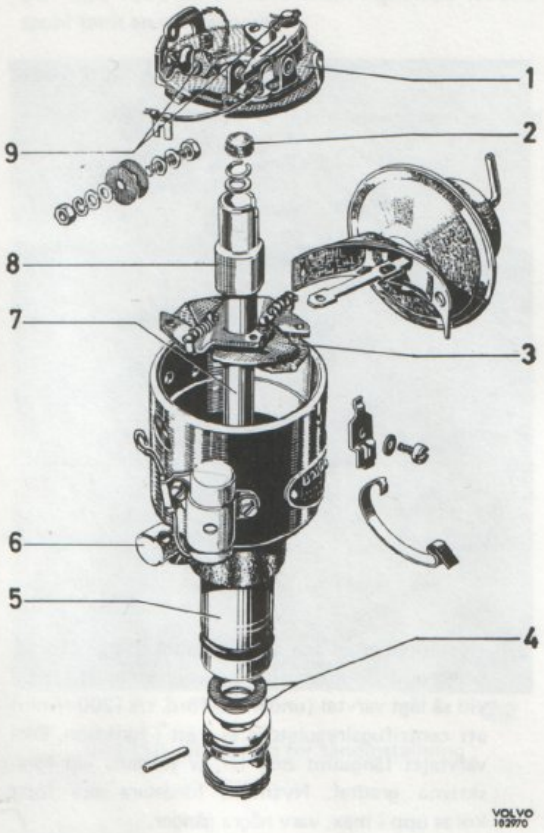

Bild 114. Smörjschema, B 18 B och B 20 B
1. Smörj fördelaren enligt anvisningar på bild 114 och 115.
4. Smörj erforderliga detaljer enligt bild 114 resp. 115 samt sätt dit de nya kontakterna.